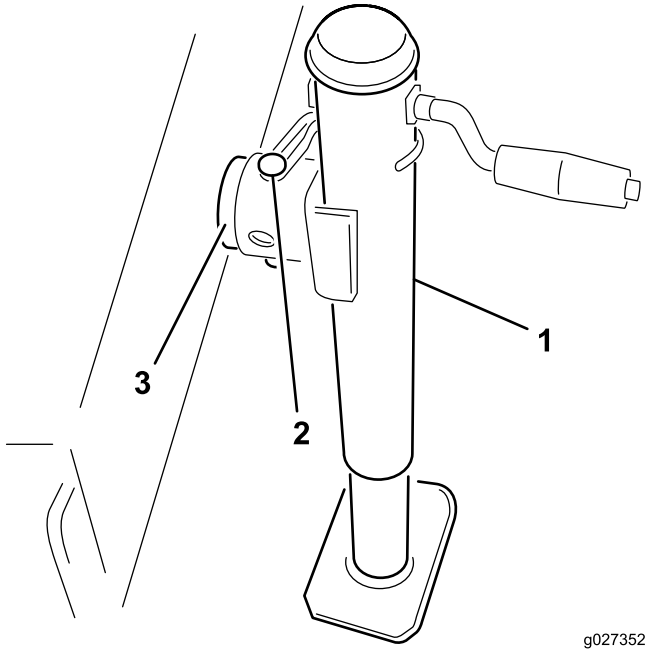

Figur 2
2. Før inn jekken på rammetappen og fest den med tappen (Figur 2).